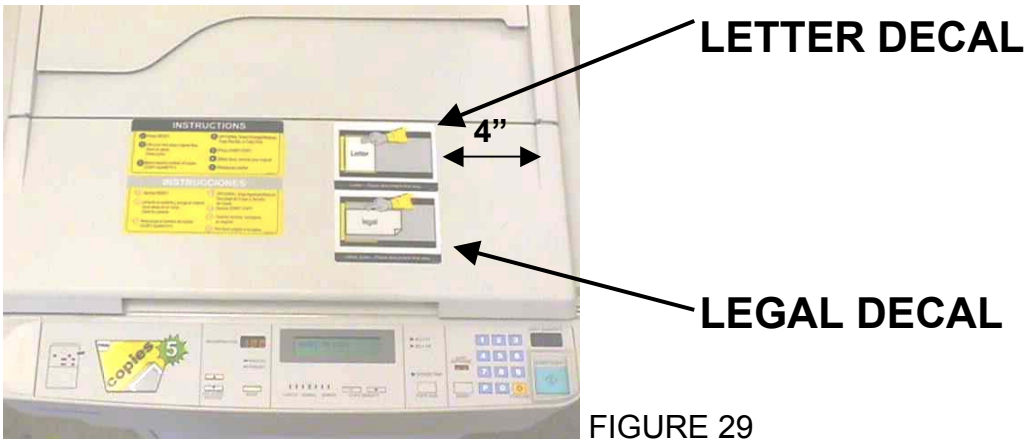

FIGURE 29
6.8 The Paper Placement decals attach on the right hand side 4 inches in from the lip of the platen, with the Letter decal on top. (see figure 29)